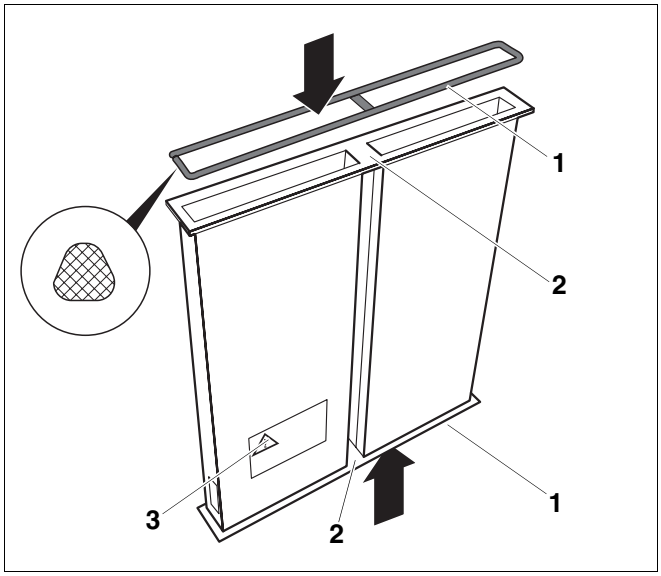

Afb. 55 Dichtingen op het rookgaskanaal
- Controleer of de dichting correct is gepositioneerd. Indien de dichting in de fabriek niet werd vastgekleefd of indien de positie van de dichting niet correct is, moet eventueel de bijgeleverde zelfklevende dichting (afb. 55, **pos. 1**) zonder openingen, zoals is aangegeven in afb. 55, op de boven- en onderzijde (zie pijlen) gekleefd worden.
Denk eraan, dat het aangebrachte aanwijzingsplaatje "Heizungswasser" (verwarmingswater) (afb. 55, **pos. 3**) langs achter leesbaar moet zijn.